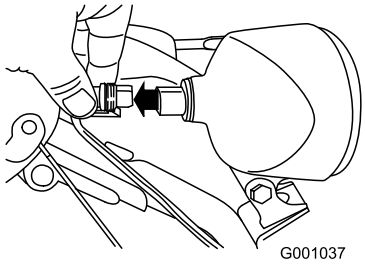

Figuur 52
1. Verwijder de draadconnector van de achterkant van de koplamp (Figuur 52).